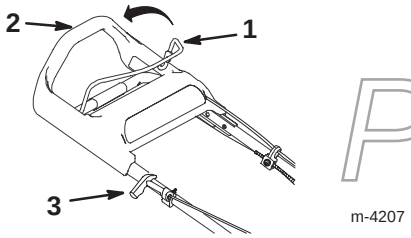

Bild 12
3. Halten Sie den Sicherheitsschaltbügel gegen den oberen Handgriff gedrückt (Bild 12).
4. Ziehen Sie leicht am Startergriff, bis Sie einen Widerstand spüren. Ziehen Sie ihn dann kräftig durch (Bild 12). Lassen Sie das Seil langsam zum Griff zurücklaufen.